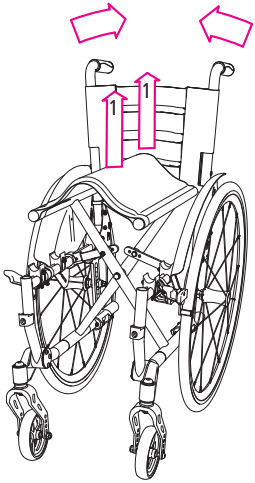

fig. 29
4. A seguire tirare il rivestimento del sedile al centro, verso l'alto (1, fig. 29) Ora la sedia a rotelle si richiude da sola.